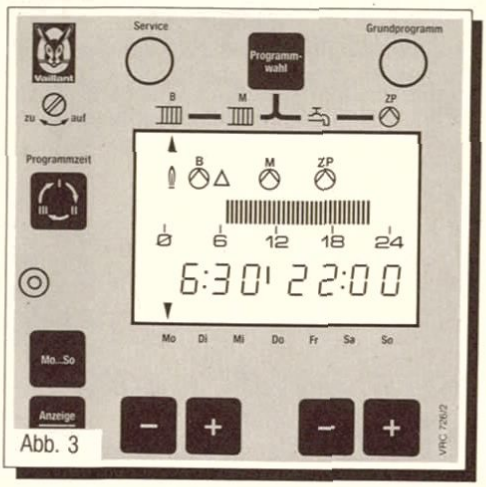

Abb. 3
- Drücken der Taste Programmwahl (7), bis die Pfeilmarkierung unter dem Symbol des jeweiligen Programmes steht, zu dem die Anzeige eines (oder mehrerer) Zeitfenster gewünscht wird.
- Drücken der Taste Programmzeit (4), es wird das gewünschte Zeitfenster angezeigt. Das Symbol für das erste Zeitfenster ist ein senkrechter Balken, für das zweite zwei, für das dritte drei senkrechte Balken, zwischen der angezeigten Ein- und Ausschaltzeit.
- Drücken der Taste Mo...So (3), um den Wochentag zu wählen, für den die Anzeige des Zeitfensters gewünscht wird.
- Drücken der Taste Anzeige/Uhr (2), damit das Regelgerät zur Normalanzeige zurückgeschaltet wird.
Das Beispiel in Abb. 3 zeigt die Ein- und Ausschaltzeit für das Programm Heizkreis Brenner (B), Wochentag Mo (Montag) und Zeitfenster I